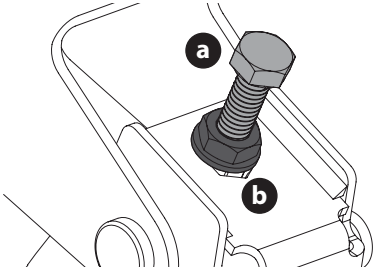

Fig. 38
3. Ubique los pernos de ajuste (a) del lado izquierdo y derecho de la plataforma (Fig. 38).
4. Afloje pero no extraiga las contratuercas (b) en el perno de ajuste. Ajuste el perno de ajuste derecho o izquierdo arriba o abajo según sea necesario hasta que la altura de un lado a otro sea equivalente (Fig. 38).
5. Cuando se logra el ajuste correcto, vuelva a apretar la contratuerca (b). Ajuste hasta 200 pulgadas-libras (23 N-m) (Fig. 38).